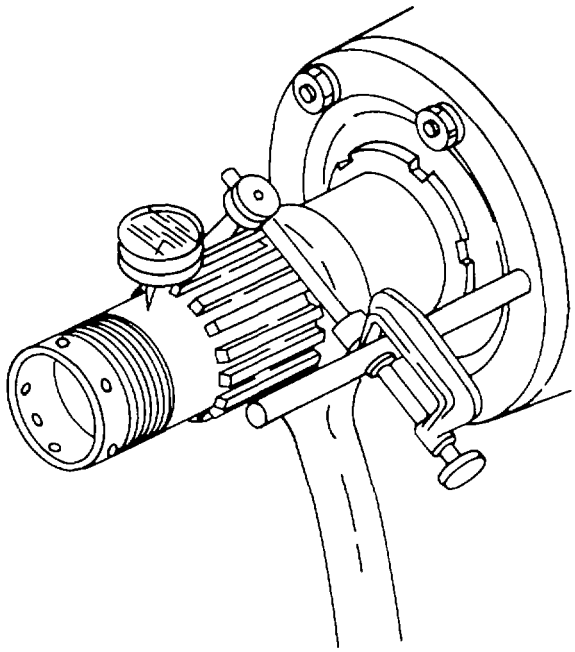

Figure 3-76. Checking Propeller Shaft Run Out
(1) Remove propeller.
(2) Remove one of the nuts securing thrust bearing cap to reduction gear assembly and install a reversible type dial indicator on the long stud from which the nut was removed (see figure 3-76).
(3) Adjust dial indicator so that arm point is on propeller shaft at front cone location.
(4) Rotate propeller shaft and note total indicator movement. The maximum allowable runout at front cone location is found in the applicable aircraft maintenance manual.
(5) Adjust dial indicator so that arm point is on propeller shaft rear cone location.
(6) Rotate propeller shaft and note total indicator movement. The maximum allowable runout at rear cone location is found in the applicable aircraft maintenance manual.